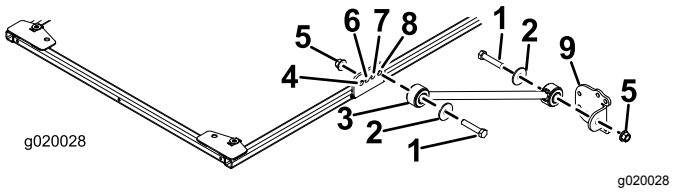

Figur 20
- På modellerne 03820, 03821, 30604, 30605, 30608 og 30609 skal du på hver side af solskærmens ramme løst fastgøre en afstiver i det **bageste** hul i afstiversbeslaget med en bolt (1/2 x 2-1/2 tommer), en spændeskive (1/2 tomme) og en flangemøtrik (1/2 tomme) som vist i Figur 20.
8. Fastgør løst et afstiversbeslag på hver afstiver med en bolt (1/2 x 2-1/2 tommer), en spændeskive (1/2 tomme) og en flangemøtrik (1/2 tomme) som vist i Figur 20.